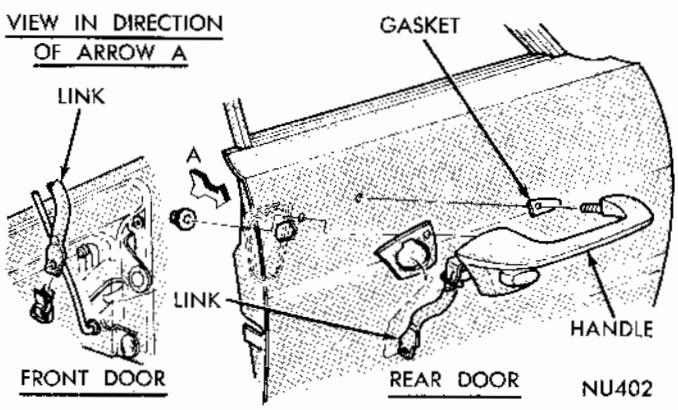

Fig. 20 - Outside Door Handle
(1) With door glass in up position, remove handle attaching nuts from mounting studs (Fig. 20) and link from handle to lock.
(2) Lift handle up and remove from door.
(1) With door open and glass in up psoition, remove link retainer at handle connector (Fig. 20).
(2) Depress outside handle release button and remove link from handle connector.
(3) Remove handle to door nuts.